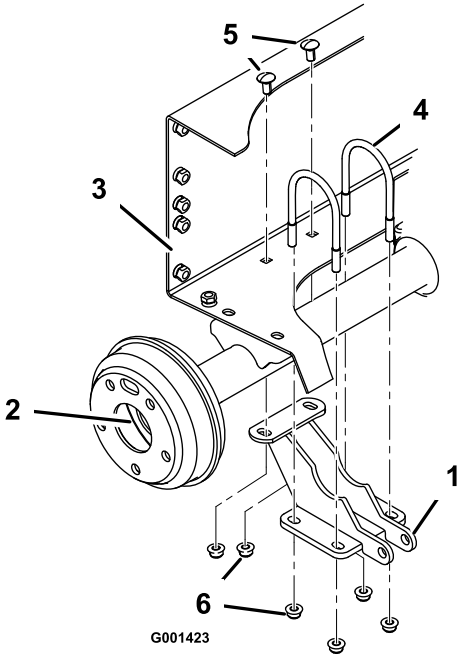

Figur 5
4. Monter løst løftecylinderophænget i højre ende af bagakslen med 2 bøjleskruer og 4 flangemøtrikker (3/8 tomme), mens monteringshullerne rettes ind med hullerne i batteribakken (Figur 5).
5. Fastgør løftecylinderophænget til den bageste ramme med 2 bræddebolte (3/8 x 3/4 tomme) og 2 flangenøtrikker (3/8 tomme). Tilspænd de 4 flangemøtrikker ens på bøjleskruerne for at sikre, at beslaget er rettet ind efter akslen. Tilspænd de to møtrikker, der fastgør det bageste af beslaget til den bageste ramme (Figur 5).